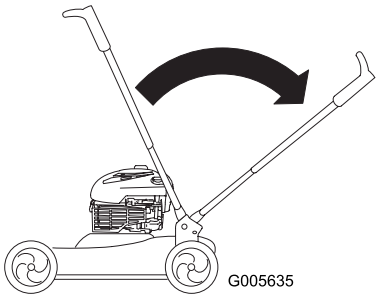

Figuur 39
3. Om de handgreep uit te klappen, zet u de handgreep terug in de werkstand (Figuur 39).